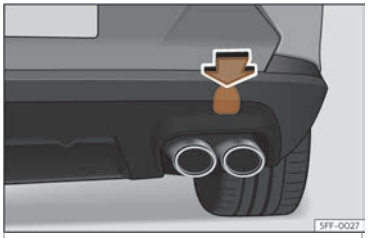

Fig. 45 No lado dereito do parachoques traseiro:retirar a tapa.
A cavidade da argola de remolque enroscada está situada no lado dereito do parachoques traseiro detrás dunha tapa››› fig. 45.
- Prema sobre a parte superior da tapa ››› fig. 45 para desencaixala.